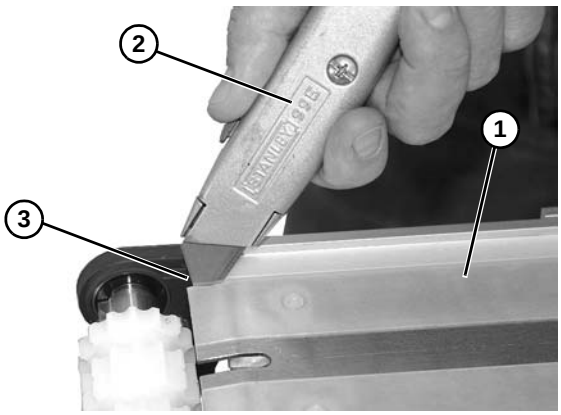

Abbildung 75
5. Neuen Verschleißstreifen **(Abbildung 75, Teil 1)** anbringen.
6. Mit einem Universalmesser **(Abbildung 75, Teil 2)** in jeder Ecke eine Kerbe **(Abbildung 75, Teil 3)** ausschneiden.